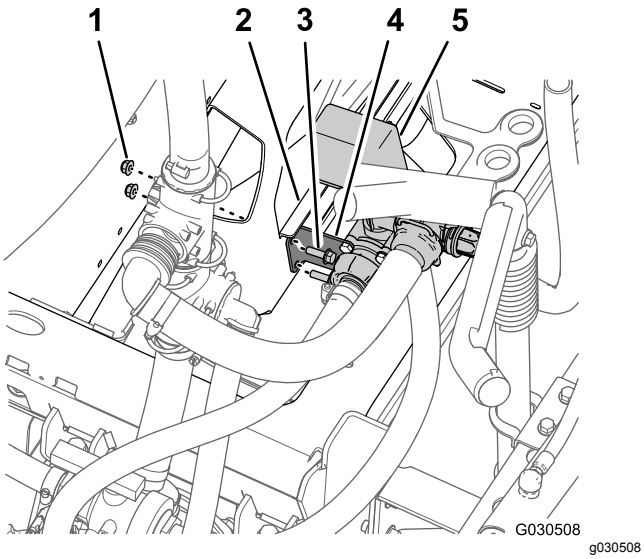

Figur 68
7. Fjern de to flangelåsemøtrikker (5/16 tomme) og to flangehovedbolte (5/16 x 1 tomme), der fastgør støttebeslaget til omrøringsventilen på manifoldbeslaget (Figur 68).